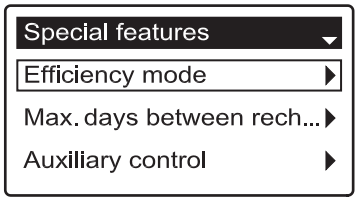

FIG. 63
5. Press the SELECT (○) button to display the Special features menu (See Figure 63).
9. Press the SELECT (○) button. The display will go back to the Special features menu (Figure 63).